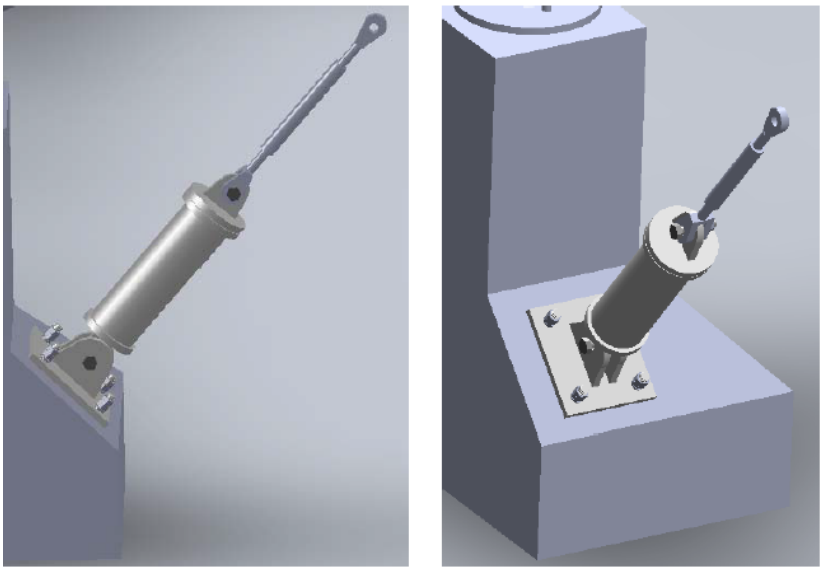

Fig 5-4 Installation diagram of connecting plate, damping spring and flower basket
Step 3: Connect the turn buckle and damping spring (twist turn buckle's screw to both ends of the screw twist to the thread about 10 cm before its installation, keep both ends of the screw lengths are same, and then twist lock nuts). If the turn buckles have be placed for a long time before its installation, it will be suggested that smear the screw with lubricant which is easy for bolt tightening. Connecting screw direction of connecting plate, damping spring and turn buckles should toward the FSC platform inside. The installation diagram is shown in fig.5-4.